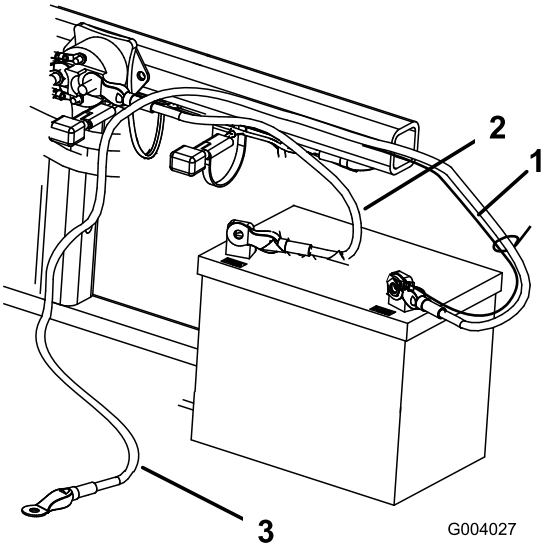

Figur 5
2. Fäst pluskabeln (röd) vid pluspolen (+) med en bult och låsmutter på 1/4 x 5/8 tum (Figur 5).
3. Fäst den lilla svarta kabeln och minuskabeln (svart) vid batteriets minuspol (-) med en bult ((1/4 x 5/8 tum) och låsmutter (1/4 tum) (Figur 5).